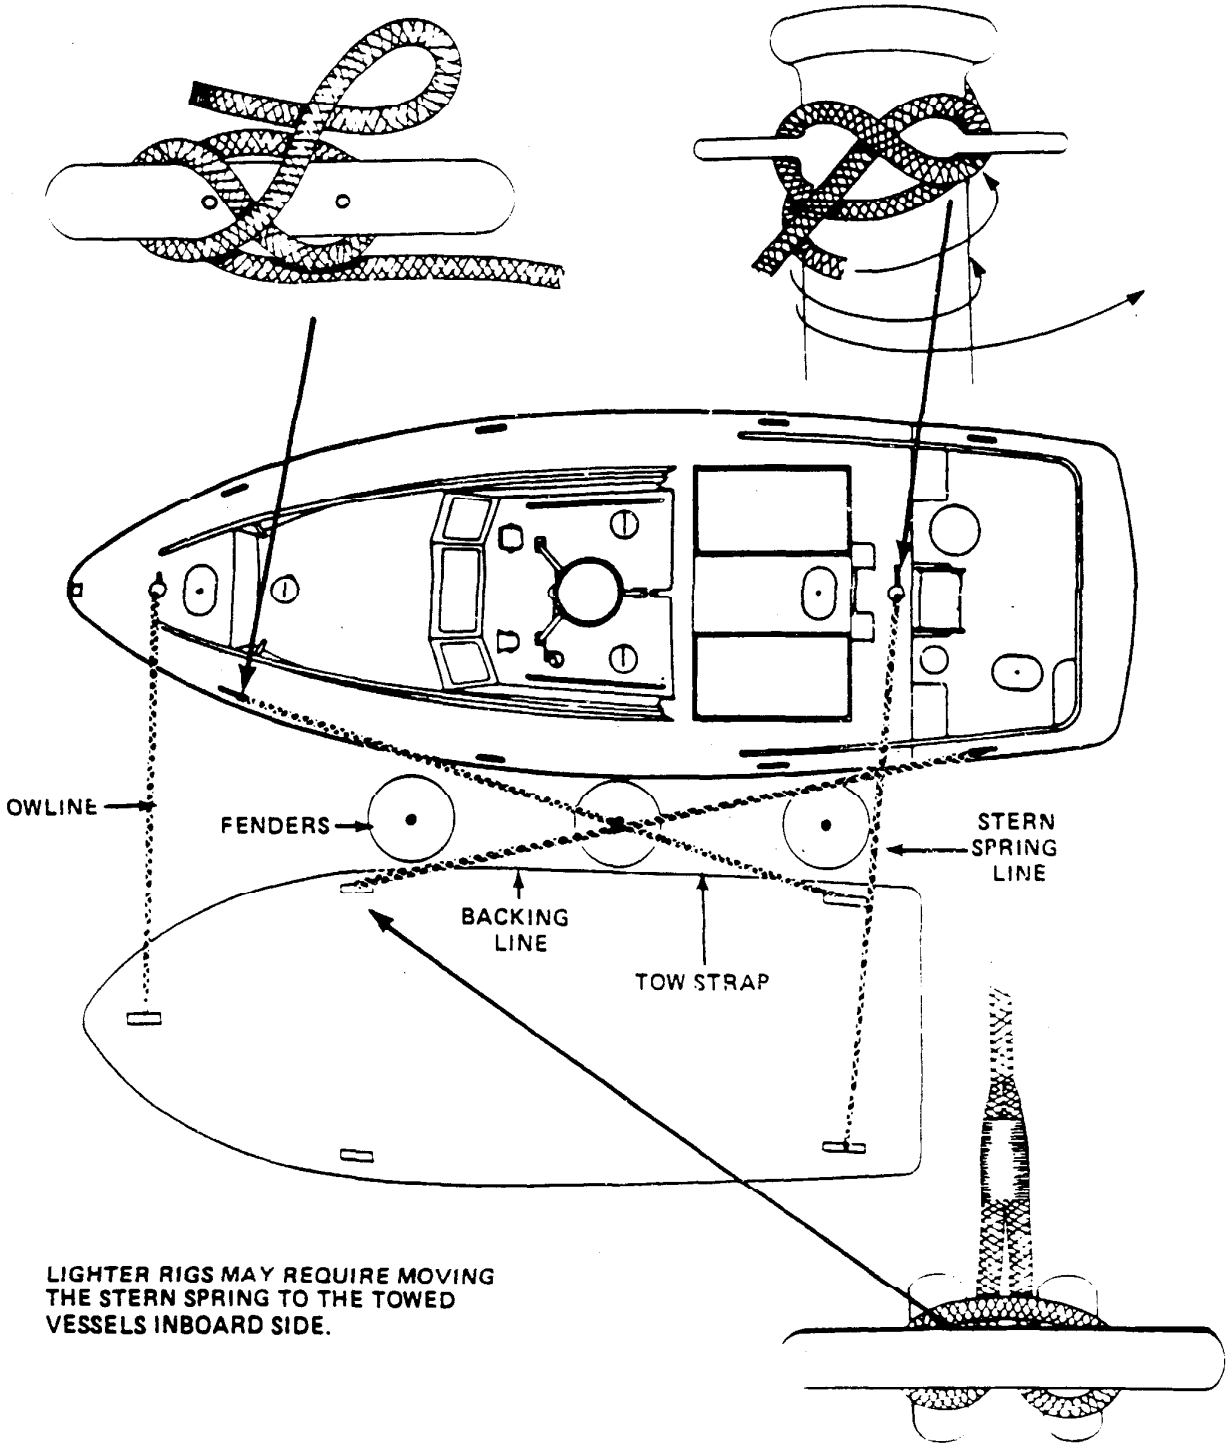
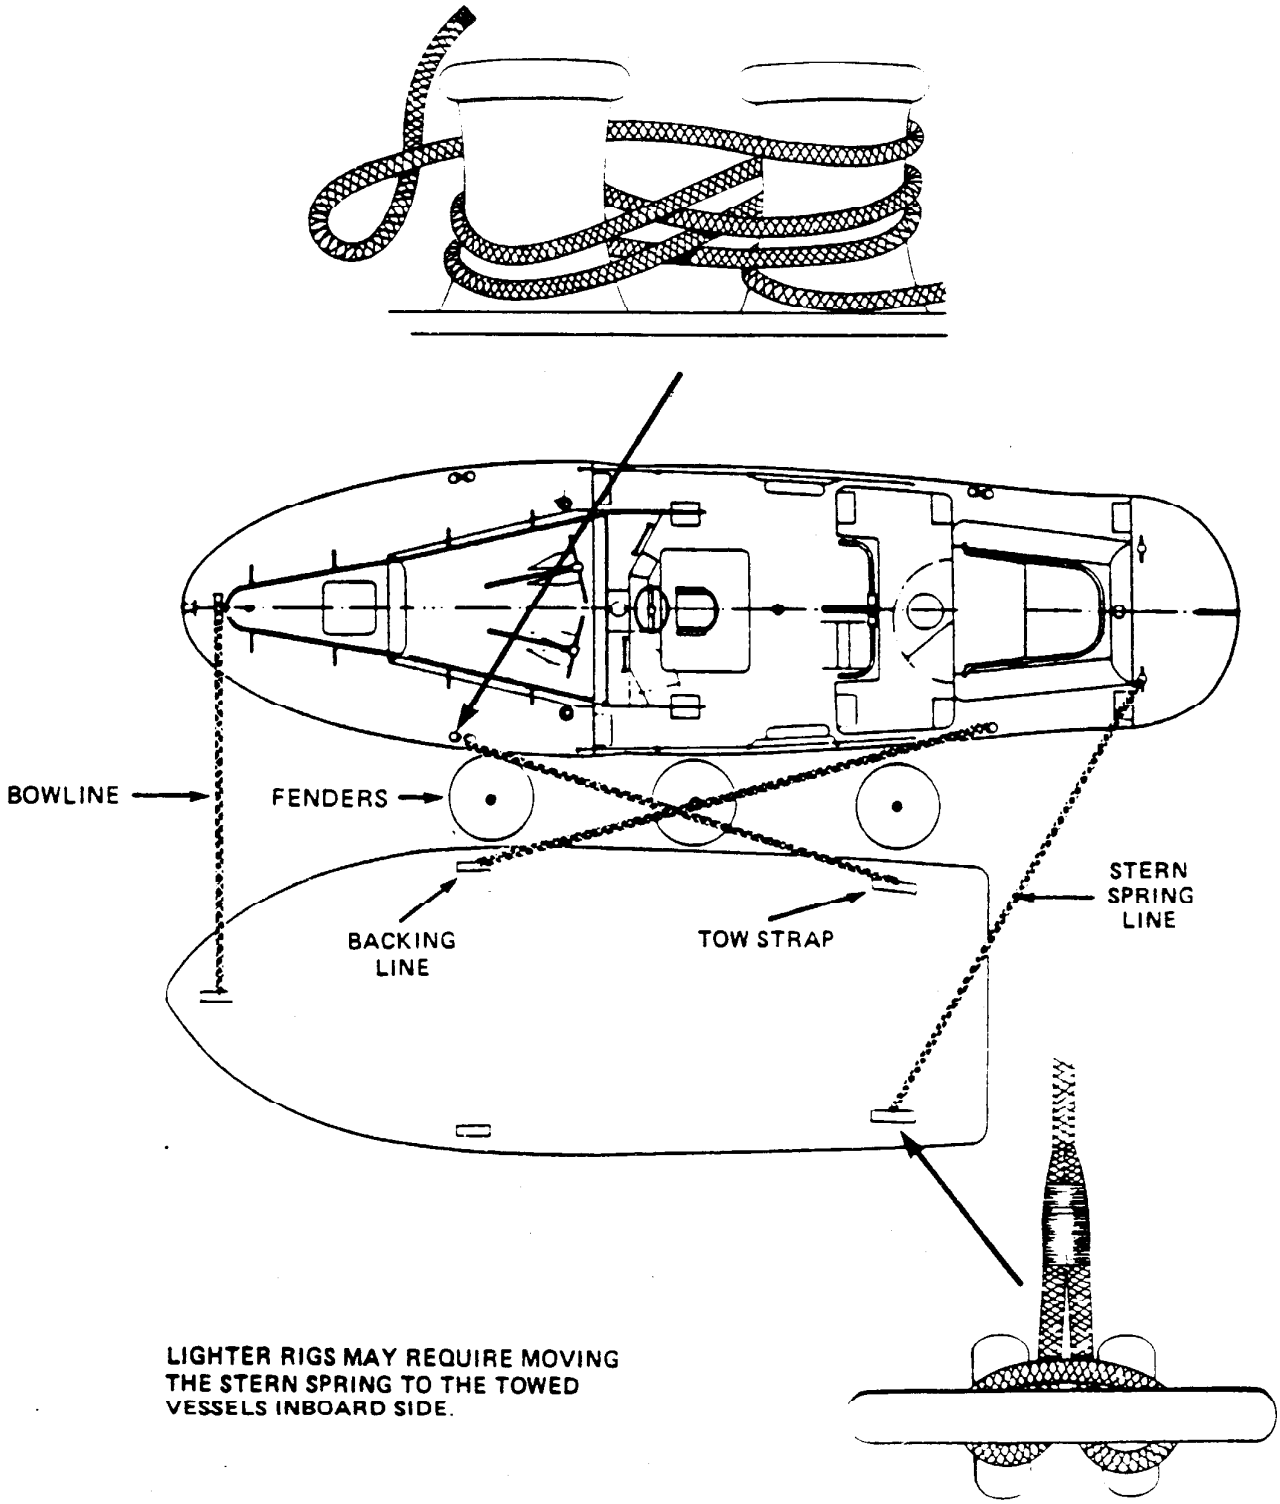

Figure 12-32 Alongside Tow-41' UTB
Figure 12-33 Alongside Tow-44 MLB
(1) Secure a lifejacket or floatable object to the towline so that it is visible on the surface. This object will mark the location of the boat so it can salvaged by the owner later.
(2) Cut the towline.
d. The backing line is secured from your stern to the towed vessel's bow. It is this line that takes the strain resulting from backing down. (See Figures 12-32 and 12-33).
(1) Lead the towline to your bow for the bow line. Immediately secure the backing line to get control of the vessel. (See Figure 12-32).
(2) Secure the bow line, keeping the bow of the towed vessel slightly "toed" in towards your bow.
(3) Secure the tow strap.
(4) Insure that your stern is well aft of the towed vessel to maintain the effectiveness of your screw and rudder. (See Figure 12-33).
(5) Rule of thumb. If on a 41' UTB align your towing bitt with the towed vessels stern. If on a 44' MLB align your towing bitt with the after quarter bitt on the towed vessel.
(6) Secure the stern spring line.